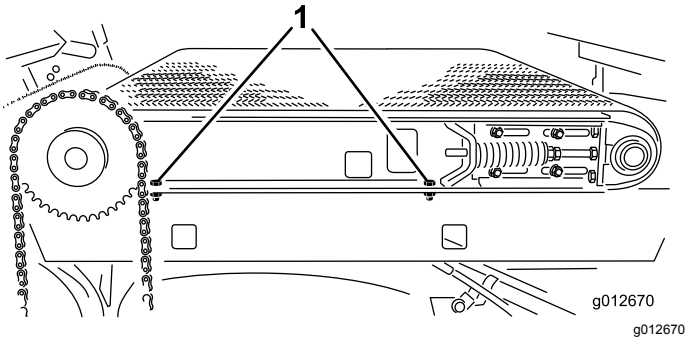

Rysunek 30
2. Po prawej stronie maszyny dokręć 2 śruby mocujące szynę ramy ślizgowej do prawego błotnika (Rysunek 30).